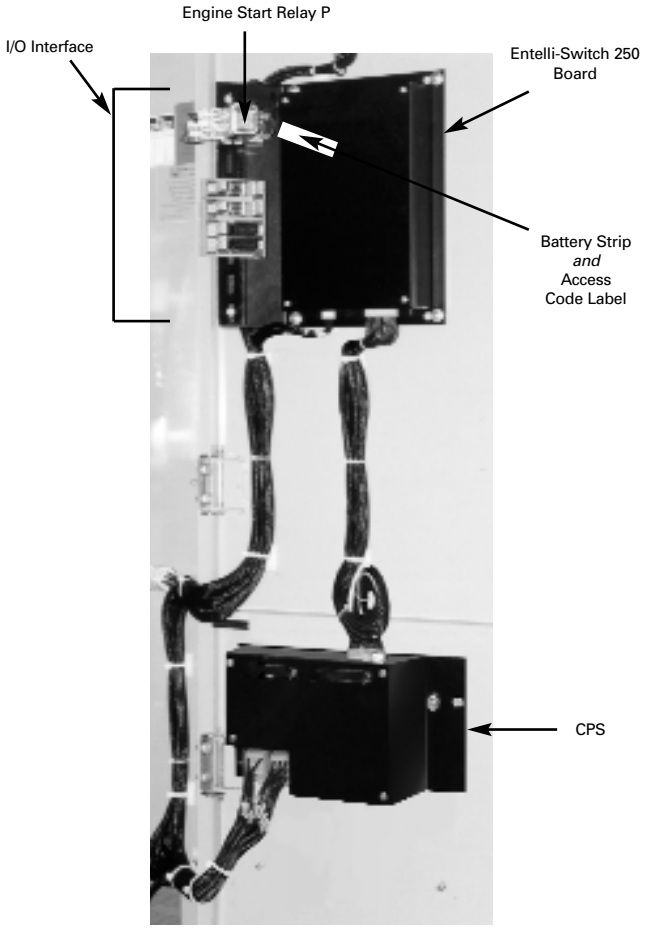

Figure 6
A. Entelli-Switch 250 Board - Customer Input and Output (I/O) for system interface. Located on the left hand side of the back of the unit (see figure 6)
Contains transformers which drop line voltage to control level for controller input and SCR inputs (see figure 6).